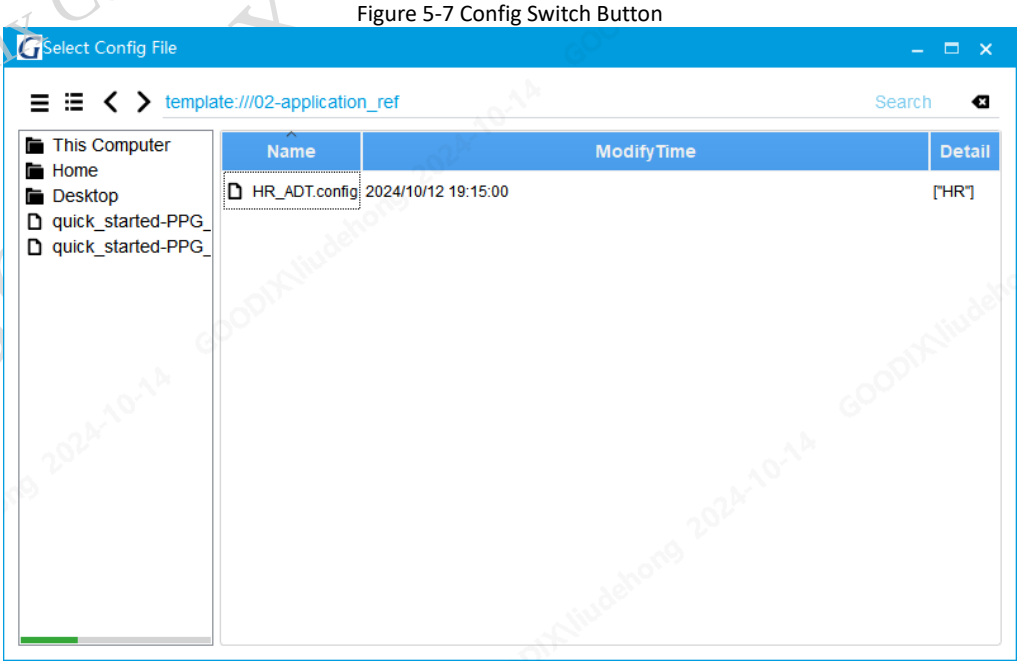

Figure 5-8 Select Config Window
2. Choose “HR_ADT.config” (see Figure 5-8), wait until the configuration is delivered, then click “Start”;